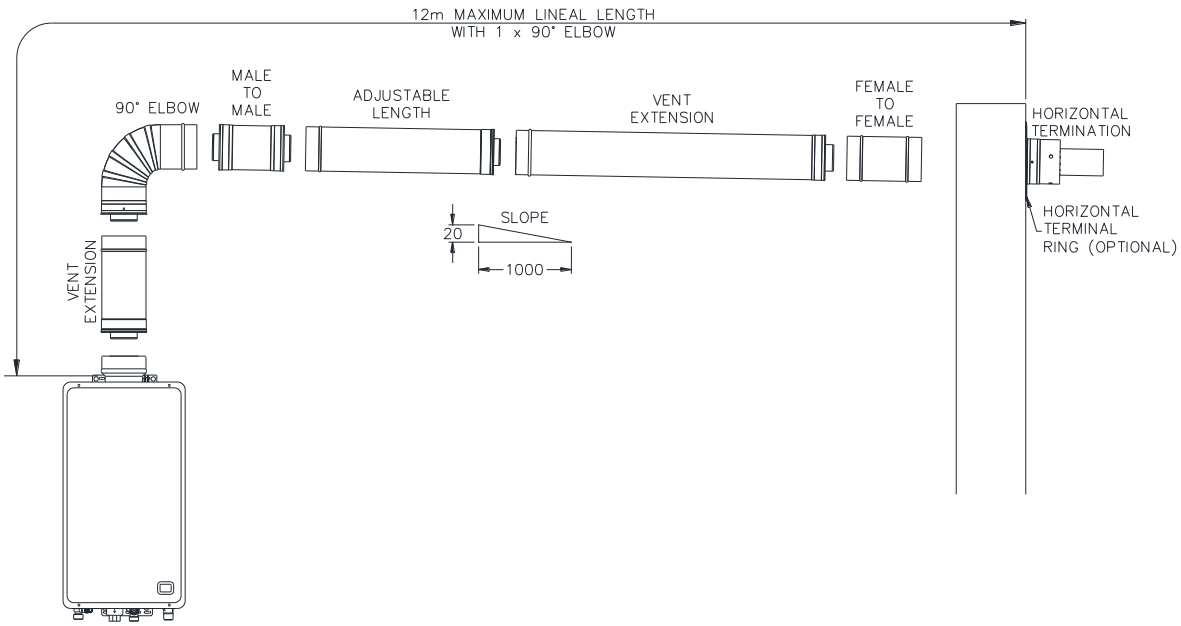

Figure 19- Typical Installation – Horizontal Terminal with One Elbow
- Use Male to Male and Female to Female Adapters to reverse the direction of flue insertion where three or more sections of flue are used in a horizontal flue run and the flue drains toward the flue terminal. Refer to Figure 19- Typical Installation – Horizontal Terminal with One Elbow on page **34**.